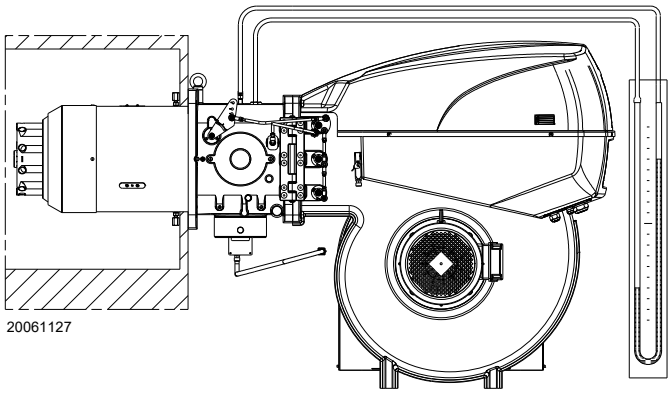

Fig. 27
- ➤ Monter un manomètre en U ou un manomètre de type différentiel (Fig. 27), avec la prise (+) sur la pression de gaz du manchon et (-) dans la chambre de combustion.
L’arrivée de gaz au manchon est mise en évidence sur le manomètre en U (Fig. 27).